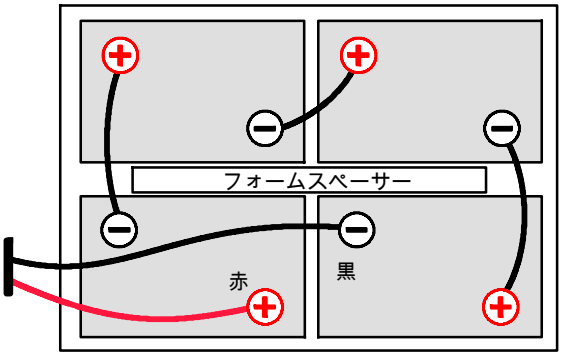

図　3
3. 供給されたバッテリーポストブーツを使用し、赤をプラス（ + ）側、黒をマイナス（ - ）側にしてケーブルをバッテリーポストに接続します（図3）。